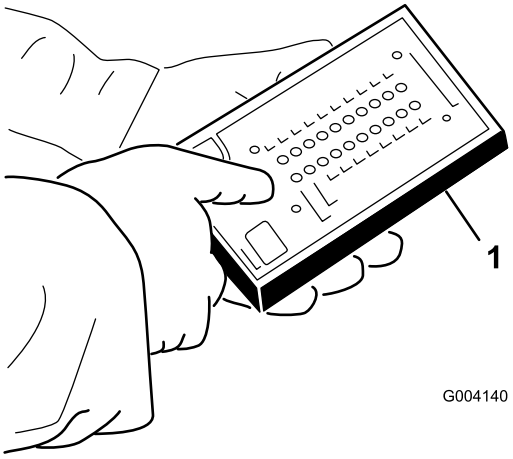

Figur 22
4. Anslut diagnosinstrumentets displaykontaktdon till det diagnostiska kontaktdonet (Figur 22).